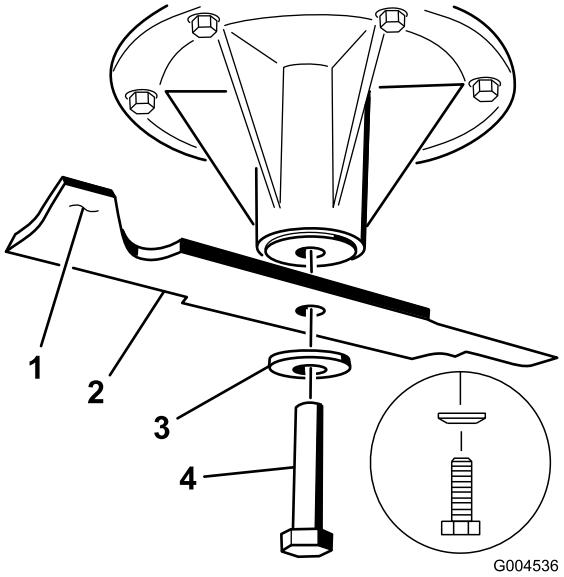

Figur 97
Obs: Om kniven stannar kvar i ett horisontellt läge är den i balans och kan användas. Om kniven inte är balanserad kan du fila bort lite metall från knivens segeldel (Figur 97). Upprepa proceduren tills kniven är balanserad.
1. Montera kniven på spindelaxeln (Figur 97).
Obs: Montera fjäderskivans kon mot skruvens huvud (Figur 97). Dra åt knivskruven till 115–150 N·m.